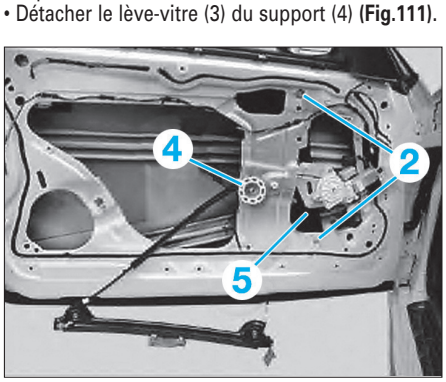

Fig. 111
- les écrous de fixation (2)
- la partie arrière du lève-vitre (3).
• Détacher le lève-vitre (3) du support (4) **(Fig.111)**.